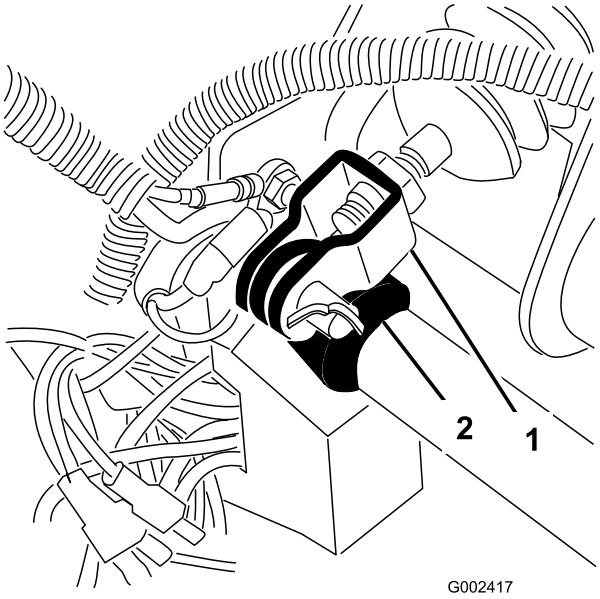

Figuur 64
1. Verwijder de R-pen en de gaffelpen waarmee de gaffel van de hoofdremcilinder is bevestigd aan het draaipunt van het rempedaal (Figuur 64).